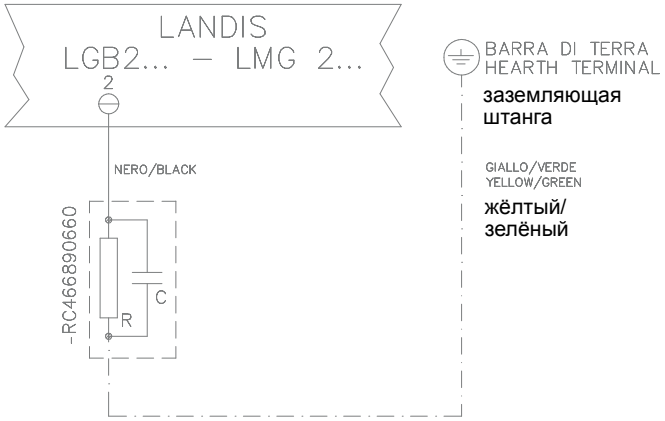

Рис. 31
В случае, если электропитание горелки 230 В фаза-фаза при электронном блоке контроля пламени Brahma VM4..., для увеличения напряжения между электродом и массой нужно использовать трансформатор Brahma AR1 (наш код 2531006), подсоединённый, как показано на Рис. 31а
Рис. 31а
*В этих случаях подключите цепь RC см. Рис. 31 и Рис. 31a.